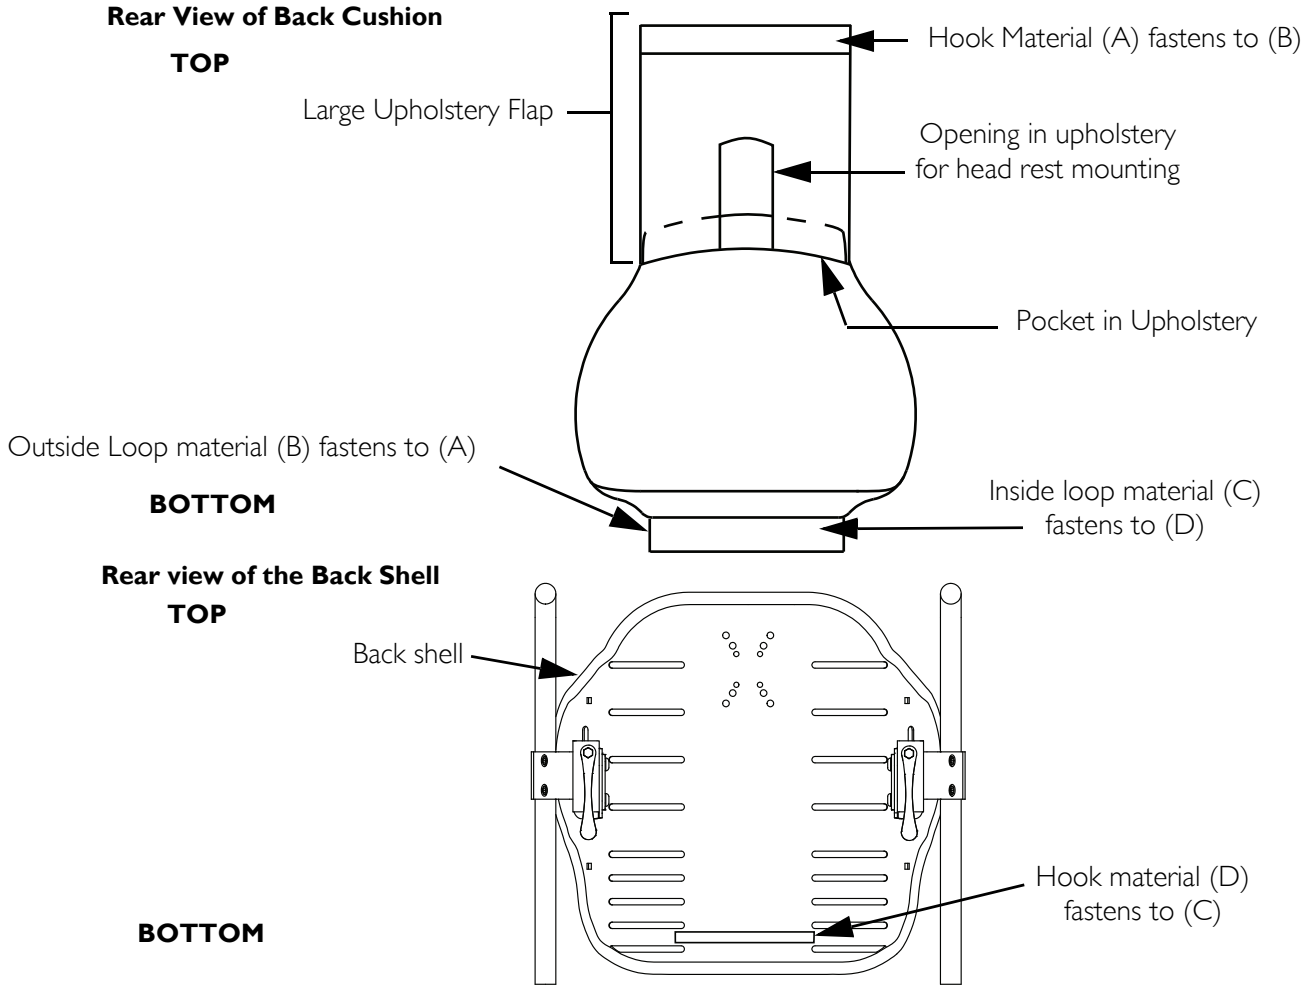

**FIGURE 3.1** Installing/Removing the Back Cushion
*NOTE: For this procedure, refer to FIGURE 3.1.*
5. Pull the bottom upholstery flap around the bottom of the back and fasten the hook material on the inside of the bottom upholstery flap (C) to the loop material on the bottom of the back shell (D).
6. Fasten the hook material on the large upholstery flap (A) to the loop material on the bottom upholstery flap (B).